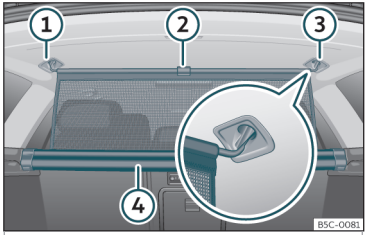

Fig. 121 Nel bagagliaio: agganciare la rete divisoria.
- Tirare verso l'alto la linguetta>>> **fig. 121** ② per estrarre la rete dalla scatola ④
- Fissare la rete divisoria sul lato destro o sinistro ③ (immagine ingrandita).
- Fissare la rete divisoria nell'alloggiamento del lato opposto ① tirando la barra.